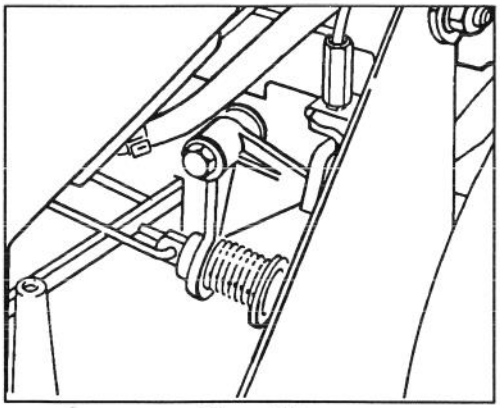

Figure 29
4. Remove any debris that may have accumulated in area behind panel (Fig. 29).
5. Reinstall vertical panel. Secure panel screen to mower deck with (2) ½" self tapping screws.